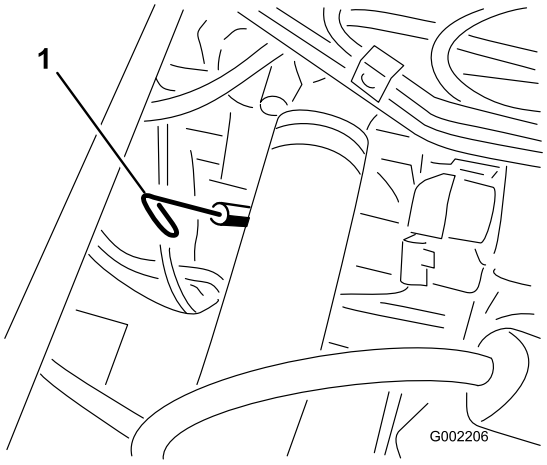

Figur 15
2. Ta ut peilestaven som er plassert under førersetet og tørk den med en ren fille (Figur 15). Sett peilestaven inn i røret, og pass på at den når helt ned. Ta ut peilestaven, og kontroller oljenivået.